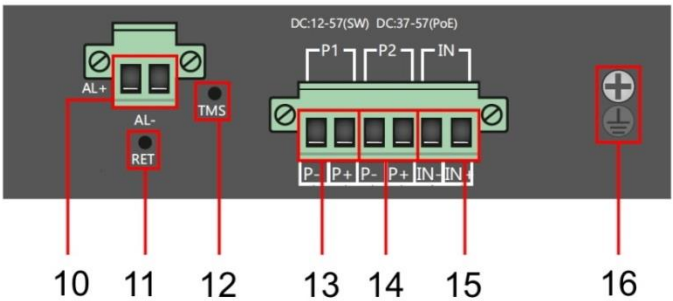

Рис. 3 Коммутаторы SW-80804/ILS(port 90W 300W) и SW-80804/ILS(port 90W 720W), разъемы и кнопки верхней панели
- Для обеспечения функционирования встроенной грозозащиты необходимо надежно заземлить корпус коммутатора (13) рис.3.